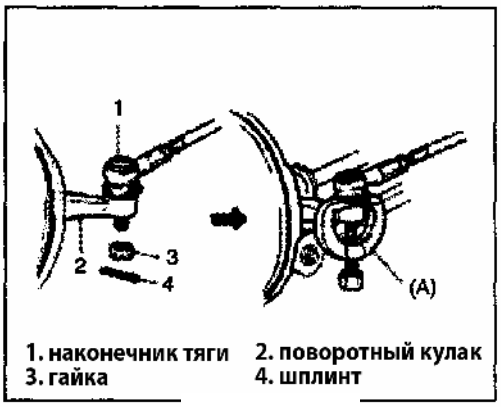

Рис. 469
5) Снимите наконечник с поворотного кулака при помощи специального инструмента (Рис. 469).